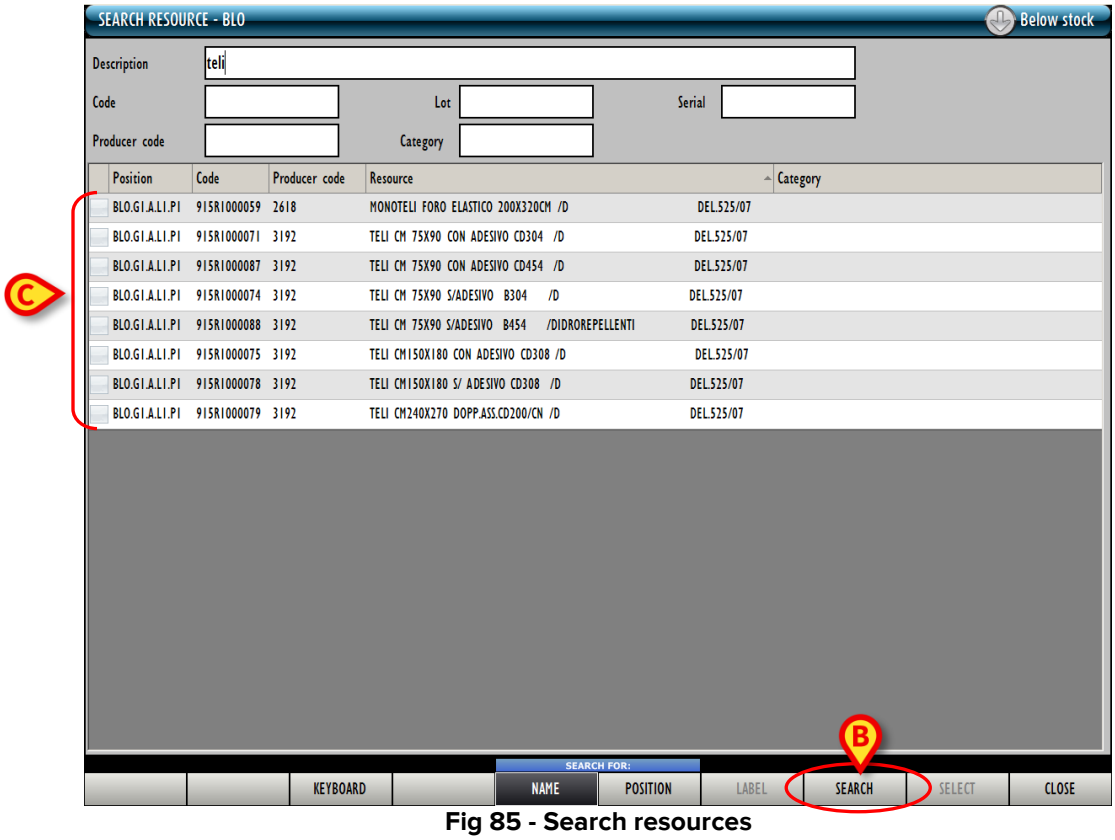

Fig 85 - Search resources
The "Search" screen opens (Fig 85). The screen is described in section 22.
- Insert the available information on the resource in the search fields (Fig 85 **A**).
- Click the **Search** button on the command bar (Fig 85 **B**).
The list of resources matching the information specified is displayed on screen (Fig 85 **C**).